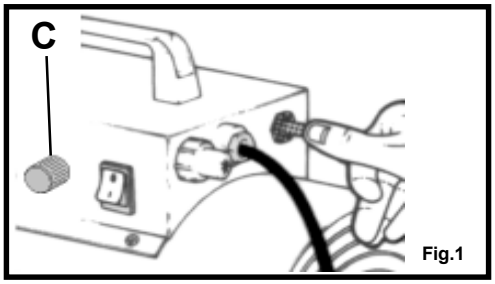

Fig.1
1. Abrir a botija do gás propano (ver fig. 1).